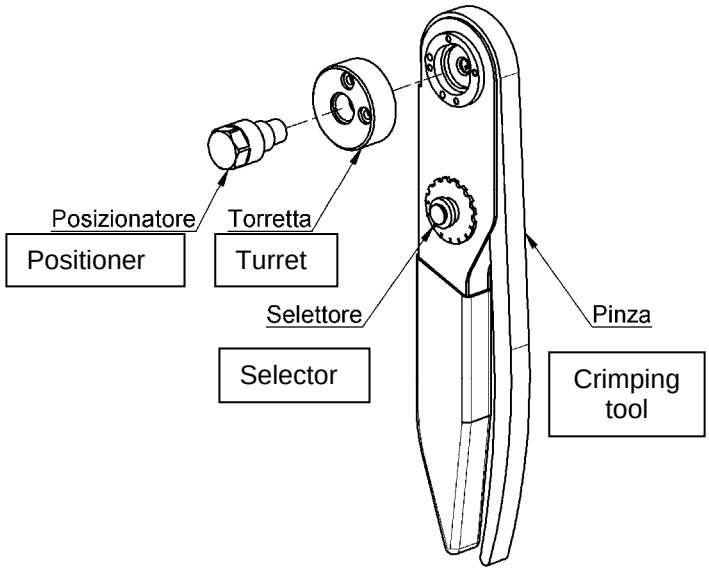

Fig. 8
Step 2.2: Install the turret on the crimping tool and then the positioner, as shown in Fig. 8. Set the crimping depth using the selector.